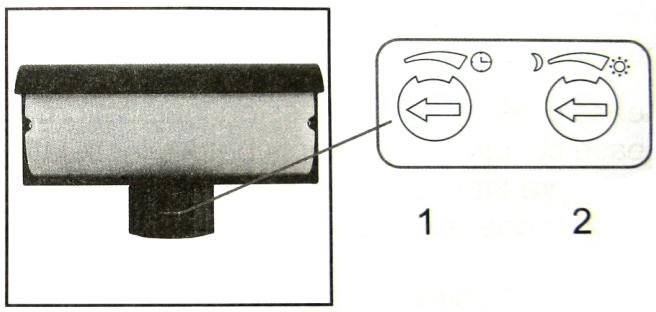

Rys.6.
- Krok 6 Otwórz pokrywę potencjometrów regulacyjnych opuszczając osłonką w dół i dokonaj regulacji, następnie podnieś osłonkę do góry zamykając panel regulacyjny (Rys.6.)